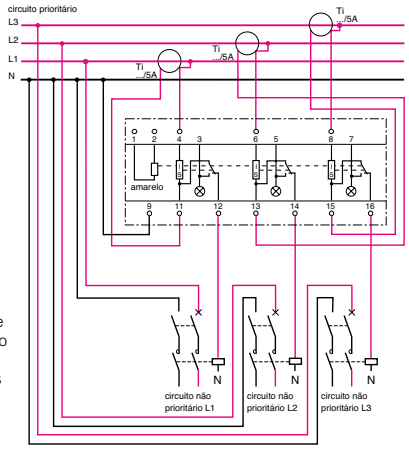

Fig. 2 - CDS trifásico: corrente superior 90 A: utilizar um transformador de corrente (In/5 A) + um contator no circuito não prioritário
- ligação > 36 kVA: se a corrente for superior a 90 A, ligue o contactor descarregador à fase mediante um transformador de corrente com uma relação In/5 A no secundário (ajuste de limite CDS 5 A). Para este tipo de instalação, é imprescindível utilizar um contactor no circuito não prioritário (fig. 2)